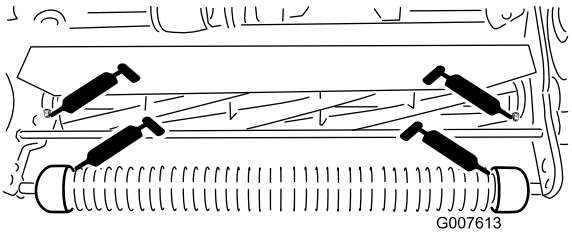

Figur 14
- to på den fremre valsen (Figur 14)
- to på spolelagrene (Figur 14)